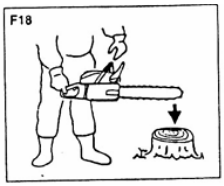

Рис. 12
2) Удерживая пильную цепь в горизонтальном положении, снимите руку с передней рукоятки, толкните концом направляющей шины бревно или кусок дерева (рис. 12) и проверьте работу тормоза. Рабочий уровень изменяется в зависимости от размера шины.